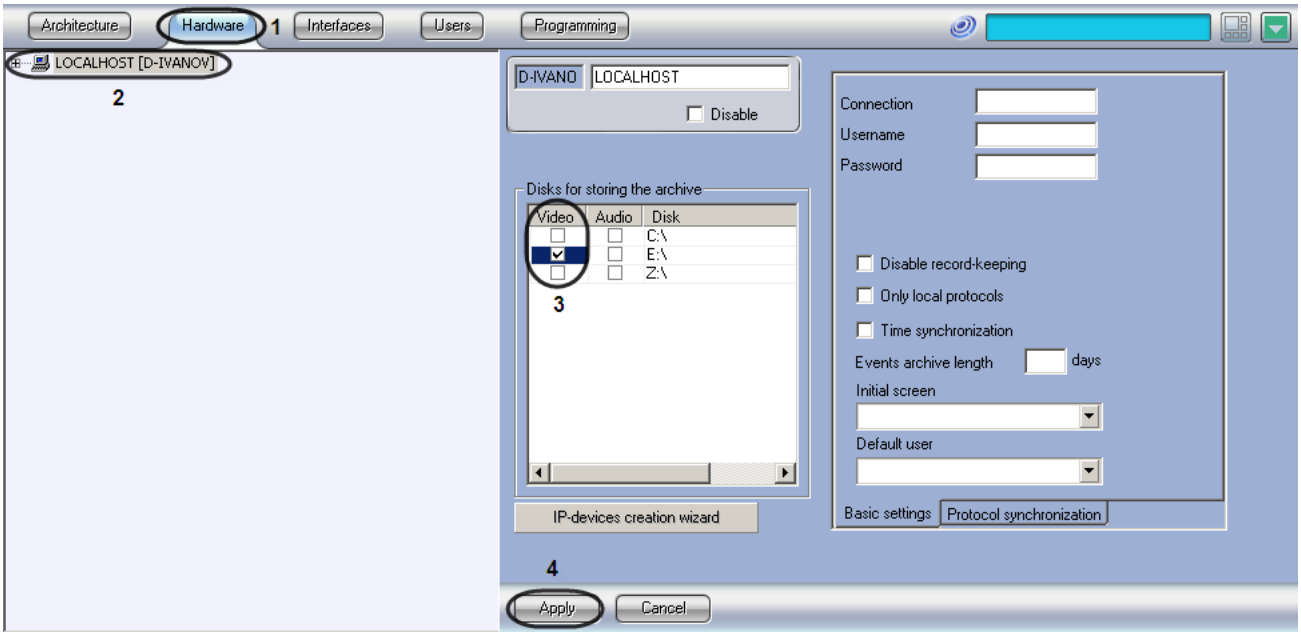

Figure 8.4-31 Selecting the disks for storing the video archive
1. Go to the “Hardware” tab in the “System settings” dialog box (Figure 8.4-31, 1).
2. Select the “Computer” object corresponding to the configured Server in the objects tree of the “Hardware” tab (Figure 8.4-31, 2). The settings panel for the selected object is displayed on the right of the “Hardware” tab. Each local disk available for archiving has the check of the same name in the “Disks for storing the archive” group (Figure 8.4-31, 3).
Note. For the reverse effect set the checkboxes corresponding to the disk unchecked in the "Video" column (Figure 8.4-31).
4. Click the "Apply" button (Figure 8.4-31, 4).